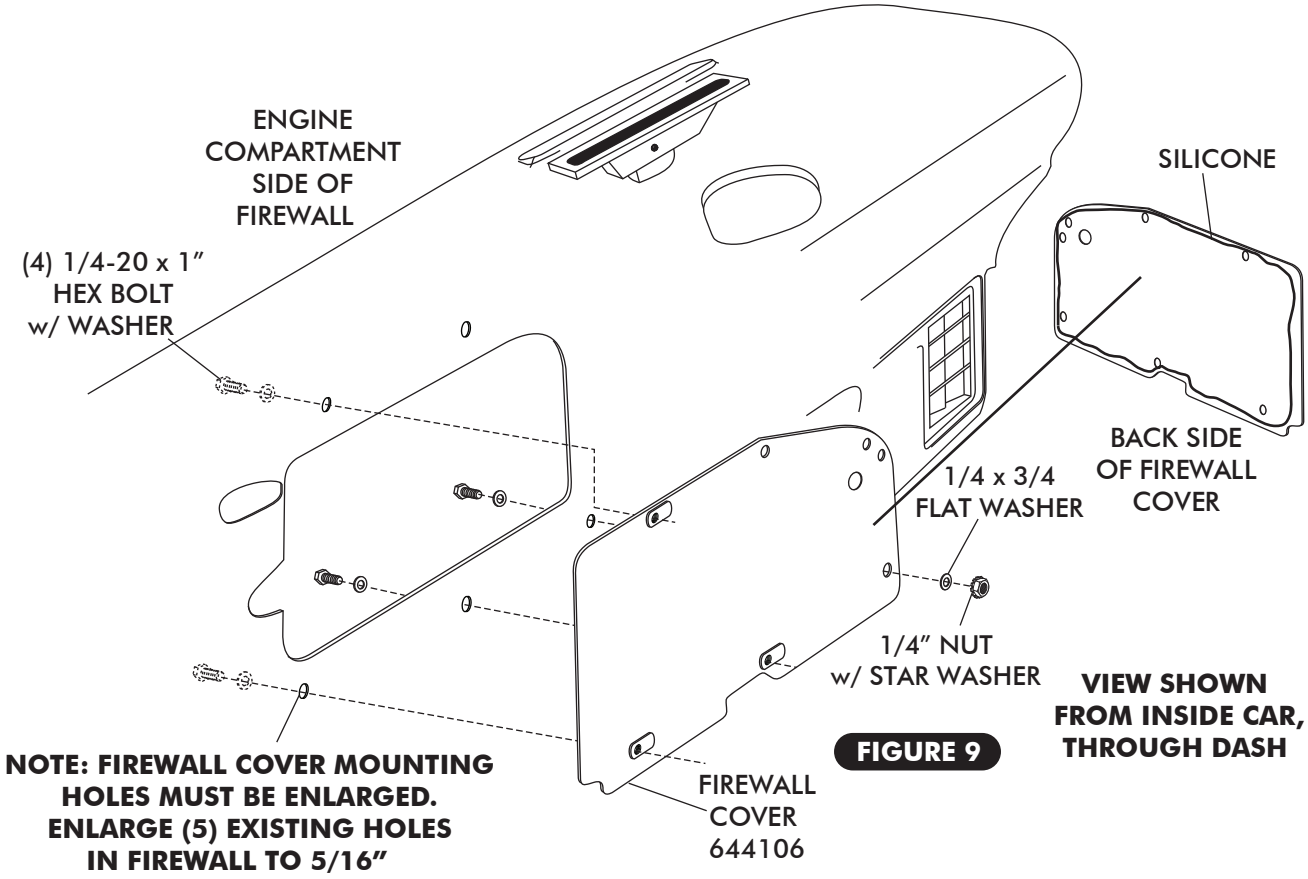

FIGURE 9
- ☐ ENLARGE (5) OEM FIREWALL HOLES TO 5/16". SEE FIGURE 9 BELOW.
- ☐ APPLY A 1/4" BEAD OF SILICONE AROUND THE BACK SIDE OF THE FIREWALL COVER AS SHOWN IN FIGURE 9.
- ☐ FROM INSIDE THE CAR, INSTALL FIREWALL COVER ON FIREWALL SEE FIGURE 9, BELOW. FROM THE ENGINE COMPARTMENT SECURE FIREWALL COVER TO FIREWALL USING (4) 1/4-20 x 1", HEX BOLTS, (5) FLAT WASHERS AND 1/4" NUT w/ STAR WASHER. SEE FIGURE 9.